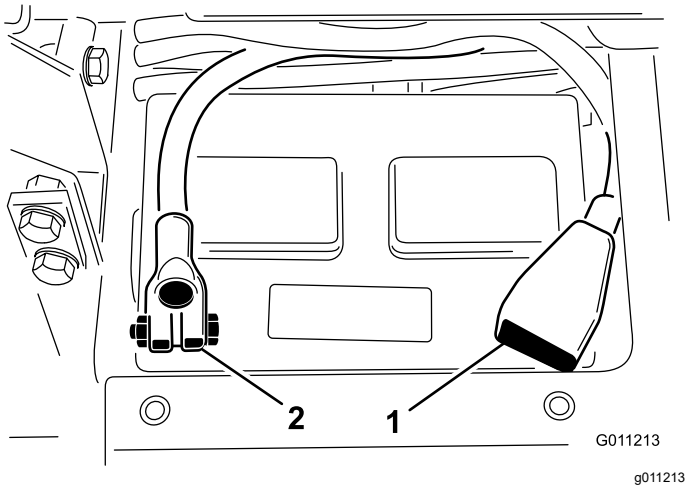

Rysunek 5
4. Podłącz dodatni przewód (czerwony) do dodatniego (+) zacisku akumulatora i zamocuj go za pomocą śruby młoteczkowej i nakrętki (Rysunek 5).
5. Podłącz ujemny przewód (czarny) do ujemnego (-) zacisku akumulatora i zamocuj go za pomocą śruby młoteczkowej i nakrętki (Rysunek 5).